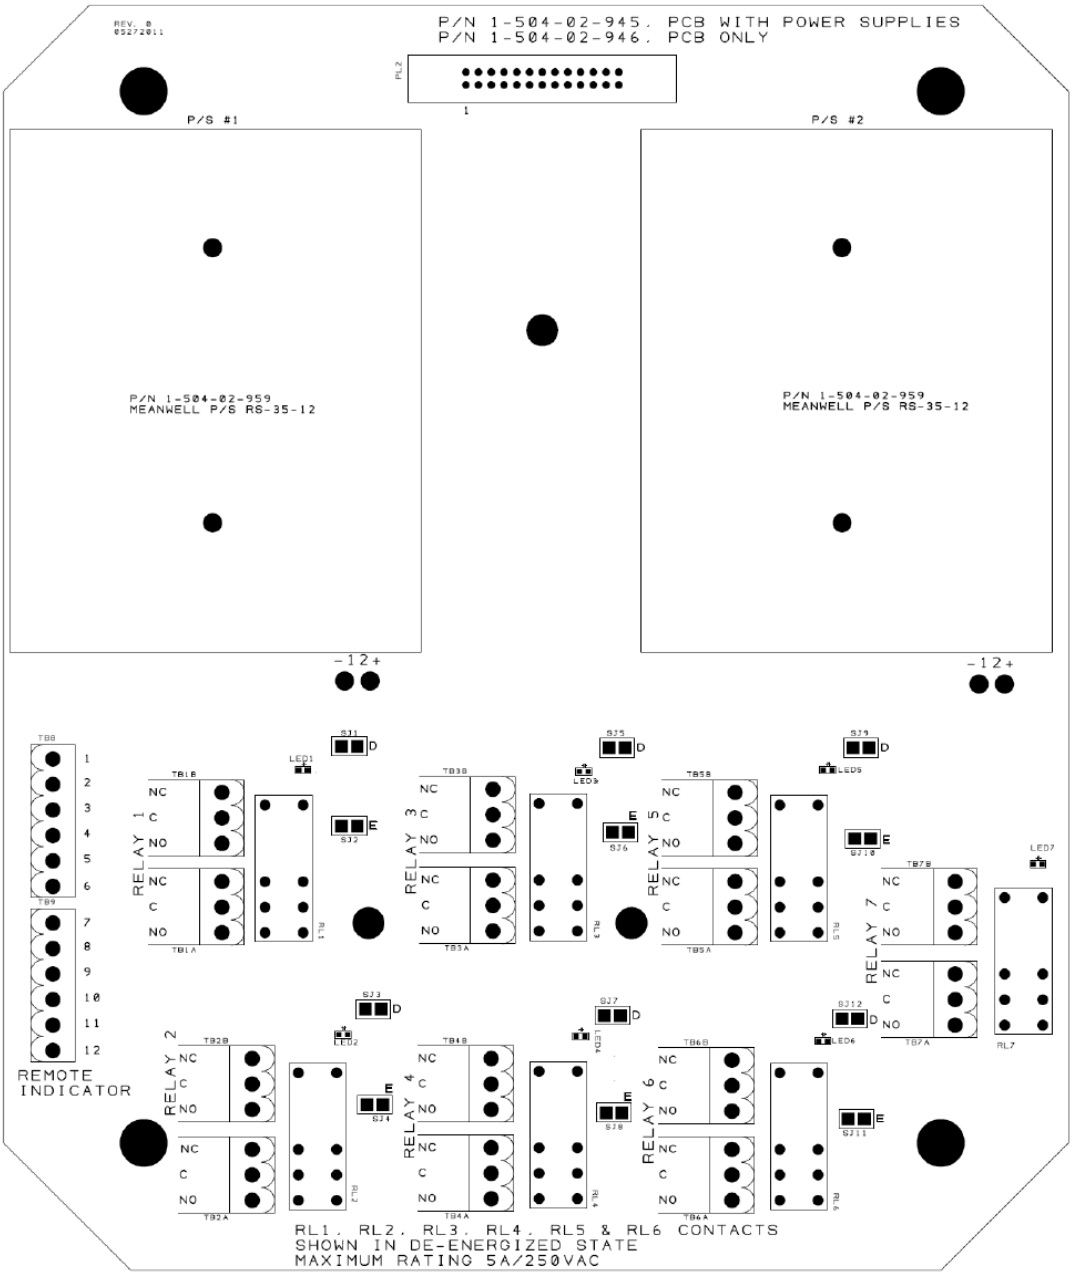

Figure 3.4.1
7) Probe Assignment (6 Places): Jump "A" to set probe to normally Wet state. (See Part 3.3 and Figure 3.4.1)